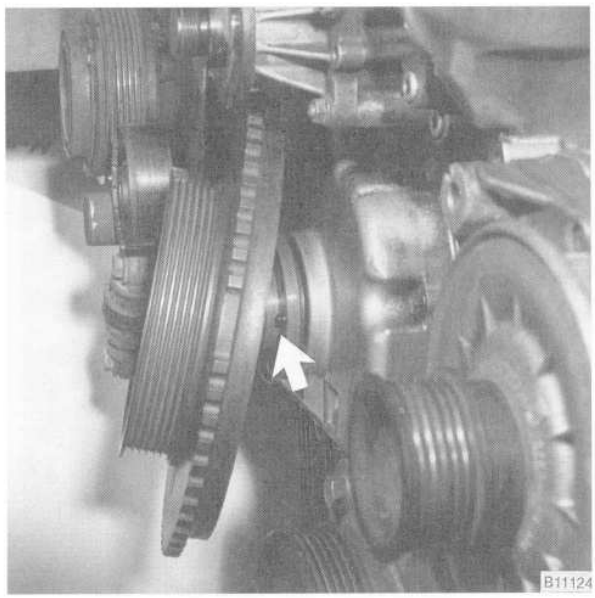

Fig. 10. Vibration damper with drive belt pulley being removed. Note hub locating dowel (**arrow**).
16. Remove the vibration damper mounting bolts and remove the vibration damper and pulley. See Fig. 10.